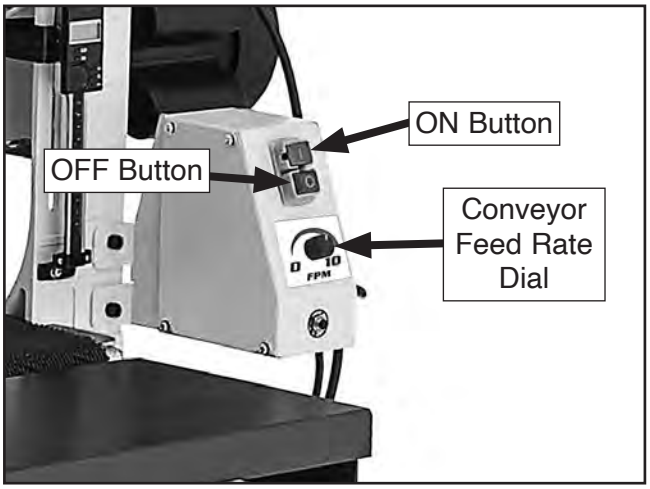

Figure 31. Control panel components.
4. Turn conveyor feed rate dial all the way counterclockwise (see **Figure 31**).
5. Push ON button to turn machine ***ON*** (see **Figure 31**).
7. Turn variable-speed dial all the way counterclockwise, then push OFF button to turn motors ***OFF*** (see **Figure 31**). Congratulations! the Test Run is complete.